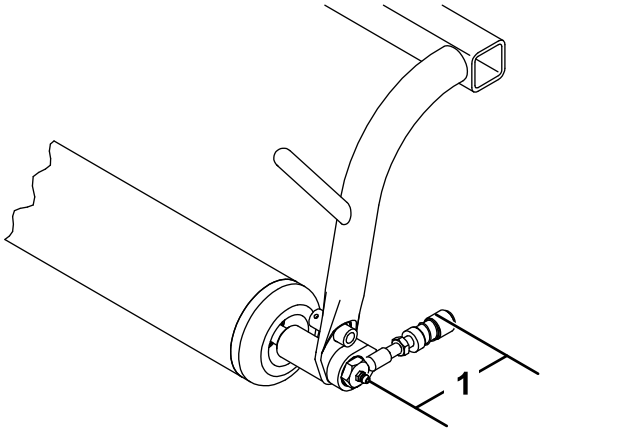

Figuur 5
9. Stel de kogelverbindinghouder zo af dat de afstand tussen de smeernippelschroef en de opening in de kogelverbindinghouder 9,1 cm bedraagt, en draai de contramoer aan om te bevestigen (Figuur 5).